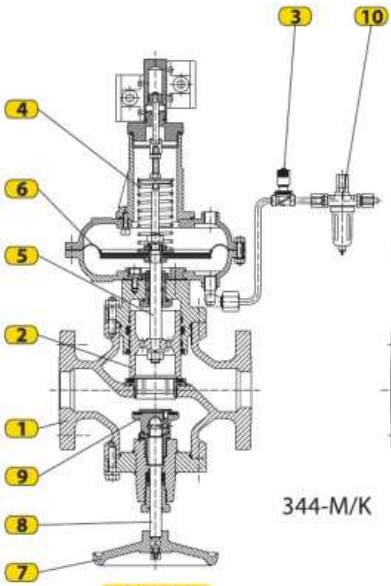

Рис. 1.1
Открытие и перекрытие потока газа осуществляется в корпусе клапана (1) с помощью затвора (2). Когда клапан находится в исходном состоянии и закрыт (рис.1.1), и в электромагнитном клапане (3) нет напряжения (он закрыт), то пружина (4), через мембранный узел и штифт (**5**), толкает затвор (**2**) на седло клапана (**1**). После открытия электромагнитного клапана (**3**), воздух подается под мембрану (**6**), и происходит открытие клапана. Перекрытием подачи тока в электромагнитный клапан, давление воздуха под мембраной рассеивается и клапан закрывается. Когда клапан сконструирован так, чтобы и в исходном состоянии быть открытым (рисунок 1.2) (электромагнитный клапан без напряжения закрыт), то пружина (**4**) через узел мембраны и шток (**5**) притягивает затвор (**2**) в верхнее положение. После открытия электромагнитного клапана (**3**), воздух подается над мембрану (**6**) и клапан закрывается. Прерыванием напряжения, подаваемого в электромагнитный клапан, открывается главный клапан. Пневматический клапан с маркировкой 344-M / K (рис 1.1 и 1.2) имеет встроенный ручной запорный элемент на нижней стороне, таким образом поворотом вентиля (**7**) через шпиндель (**8**) RZE затвор прижимается (**9**) на нижнюю сторону седла клапана (**1**). Пневматический клапан без ручного запорного элемента с маркировкой 344-M показан на рисунке 1.3.